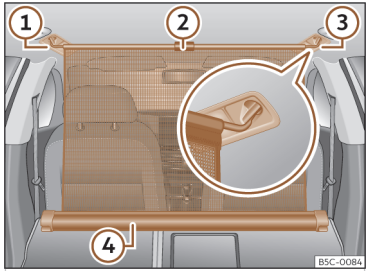

Abb. 184 Im Gepäckraum: eingehängte Netztrennwand bei vorgeklappter Rücksitzlehne.
- Ziehen Sie die Lasche ››› **(Abb. 184)** ② nach oben, um das Netz aus dem Einsatz ④ zu nehmen.
- Hängen Sie das Trennnetz an der rechten oder linken Seite ››› **(Abb. 184)** ③ (vergrößerte Darstellung) ein.
- Hängen Sie das Trennnetz an der Aufnahme der anderen Seite ››› **(Abb. 184)** ① ein, indem Sie an der Stange ziehen.
Das Trennnetz ist richtig montiert, wenn die T-förmigen Enden sicher in den entsprechenden Aufnahmen ››› **(Abb. 184)** ③ und ① eingehängt sind.
- Rollen Sie das Trennnetz in den Einsatz ››› **(Abb. 184)** ④ ein, indem Sie es mit der Hand nach unten ziehen.